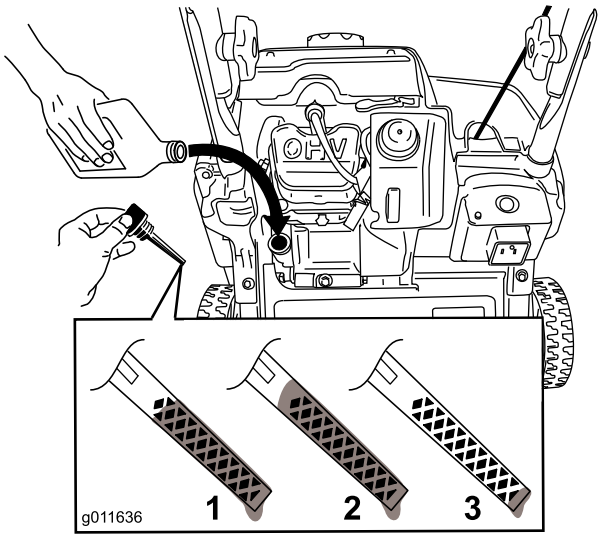

Figur 8
2. Rengør omkring oliepåfyldningsdækslet (Figur 8).
Bemærk: Se Figur 8 for at bestemme den korrekte oliestand på målepinden.
Bemærk: Fyld motorens krumtaphus med olie, indtil målepinden angiver, at motoroliestanden er korrekt som vist i Figur 8. Hvis du fylder for meget olie på motoren, skal du fjerne overskydende olie som beskrevet i Skift af motorolien.